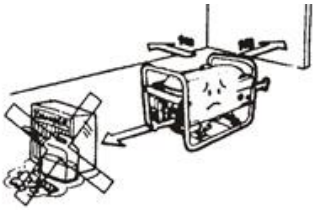

Рис. 4
1.4 Кладіть горючі речовини від установки на відстані не менш ніж 1 м (Рис. 4).